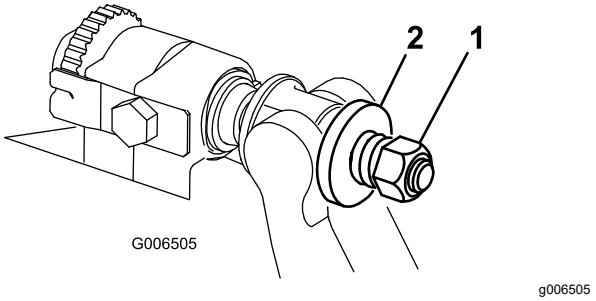

Рисунок 32
4. Затягивайте гайку натяжения пружины до полного сжатия пружины, после чего ослабьте на 1/2 оборота (Рисунок 32).